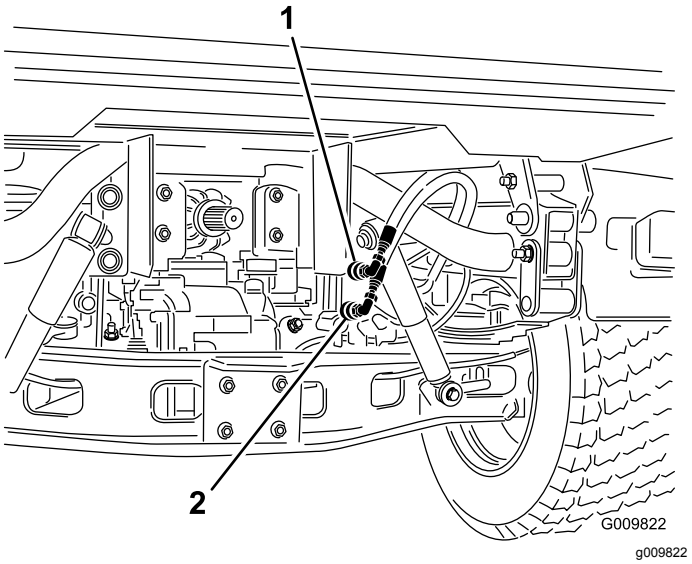

Figura 73
2. Scollegate i due tubi dei connettori rapidi dai tubi fissati alla relativa staffa, su entrambe le macchine (Figura 73).